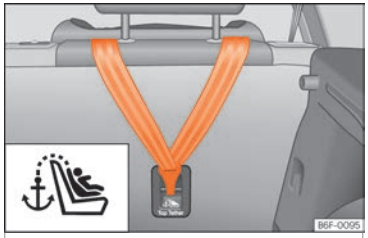

Fig. 27 Back of the rear seats: Top Tether securing rings.
- Slide the strap and secure it properly with the anchorage of the backrest ››› Fig. 27.